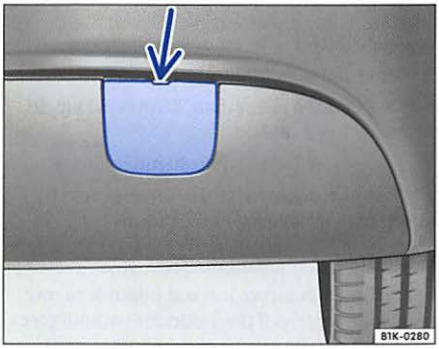

Fig. 47 In the right rear bumper: removing cover
– Insert the flat blade of the screwdriver into the slot between the cover and the bumper ⇒ fig. 47.